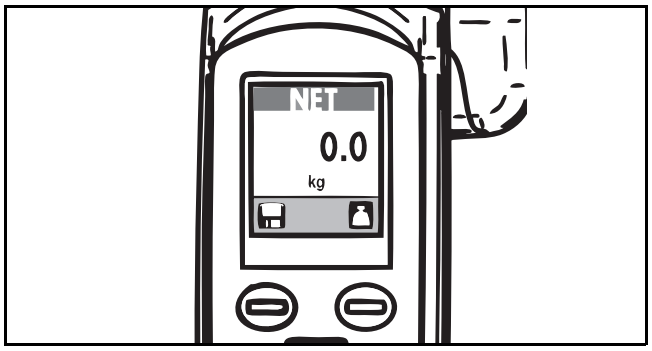

図 63
3) 「体重計」ボタンを押して体重計をゼロに設定します。これで表示部にゼロ重量が表示されます （図 63 を参照）。